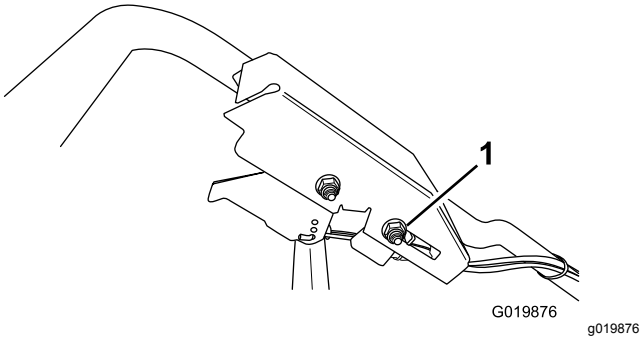

Figuur 50
2. Draai de moer van de kabelbeugel los (Figuur 50).